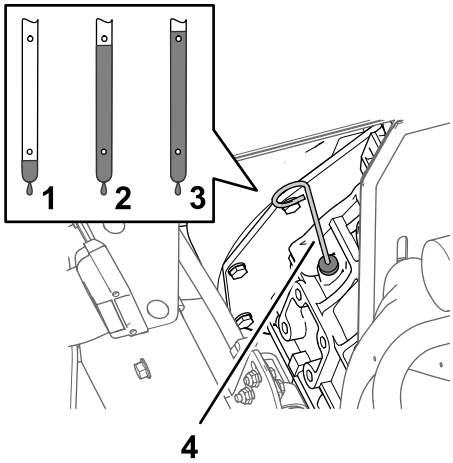

Figur 74
6. Ta ut oljestickan och kontrollera oljenivån i motorn (Figur 74).
7. Tillsätt långsamt ytterligare angiven olja så att nivån når upp till markeringen Full på oljestickan (Figur 74).